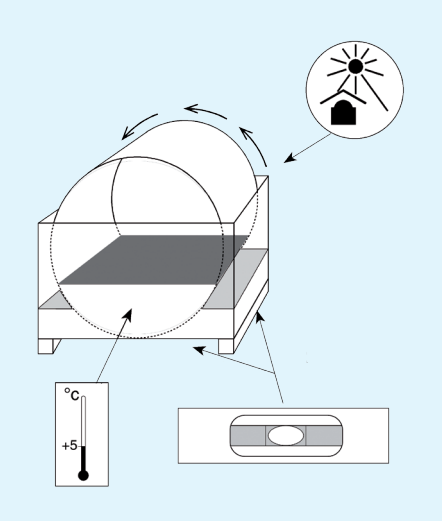

Abbildung 4.1 Installation des Filters
- Der Filter muss in beiden Richtungen exakt waagerecht ausgerichtet sein (siehe Abbildung 4.1).